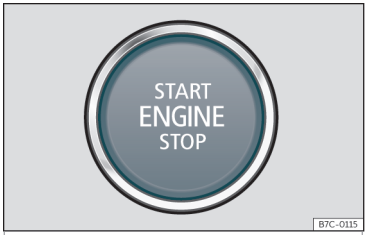

Fig. 134 Starter button
- Press the starter button››› **Fig. 134** ; do not press the accelerator. There needs to be a valid key inside the vehicle for the engine to start. After starting the engine, the lighting of the STARTENGINESTOP button remains fixed indicating that the engine is running[1].
››› **Fig. 134**.
When entering the vehicle, the start button ››› **Fig. 134** flashes to draw attention to it.